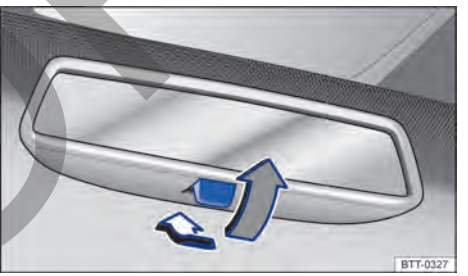

Fig. 76 En el parabrisas: espejo retrovisor interior antideslumbrante manual.
– Posición de noche: tirar de la palanca → fig. 76 (flecha gris), para evitar el deslumbramiento de los faroles de los vehículos que circulan detrás.